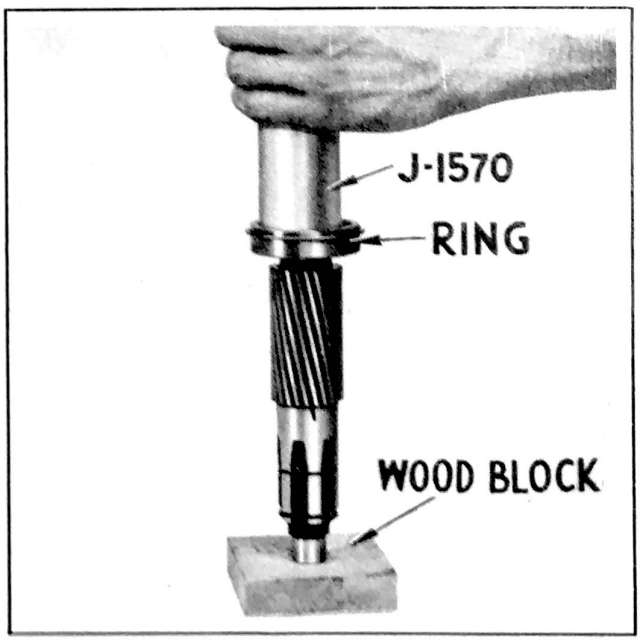

Figure 236 - Pressing Main Shaft Ball Bearing on With Tool J-1570
41. Place bearing (23) on main shaft with ring on bearing toward rear of main shaft and drive it in place with Replacer J 1570. See Fig. 236.